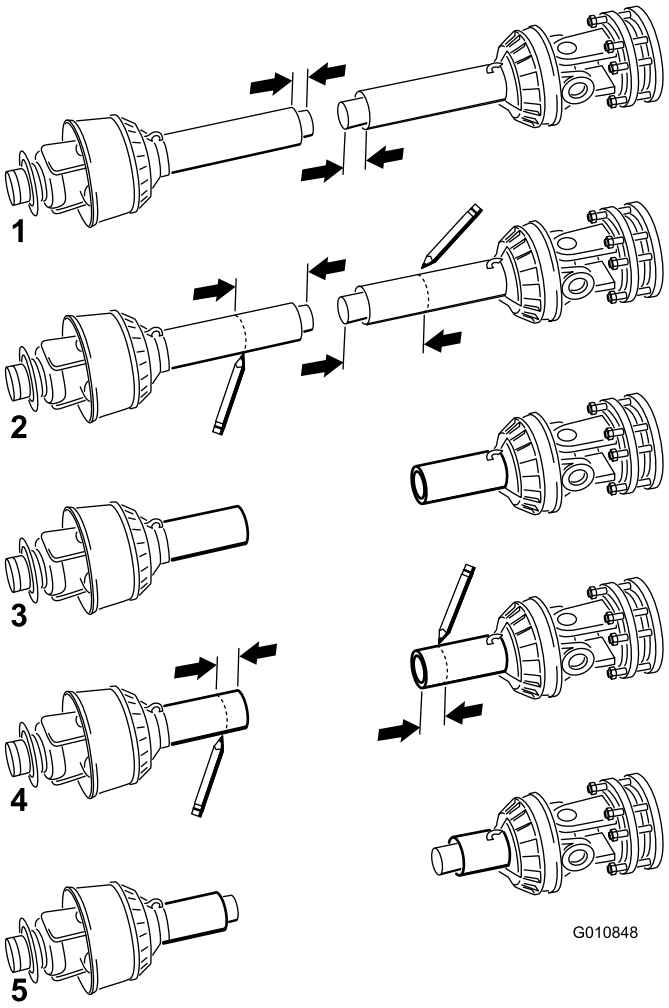

Figur 18
11. Skil de to halvdele af kraftudtagsakslen fra hinanden (Figur 18, illustration 1).
12. Mål afstanden fra enden af hvert rør til dets sikkerhedsskærm (Figur 18, illustration 1). Noter afstandene.
13. Brug dimensionerne målt i trin 8 til at finde, markere og afskære skærmen og røret fra hver kraftudtagshalvdel (Figur 18, illustration 2 og 3).
14. Brug dimensionerne fra trin 11 til at finde og markere, og afskær kun sikkerhedsskærmene for at blotlægge rørene (Figur 18, illustration 4 og 5).